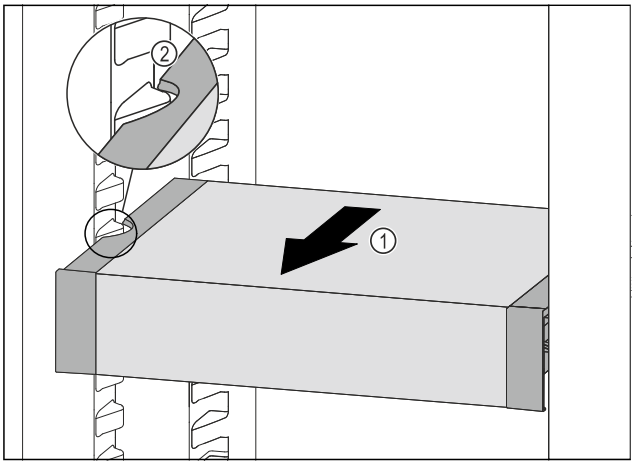

Fig. 199
▶ Tirer le VarioSafe vers l'avant *Fig. 199 (1)* jusqu'à ce que les encoches latérales du VarioSafe se trouvent au niveau de la nervure du bac dans la partie réfrigérateur. *Fig. 199 (2)*